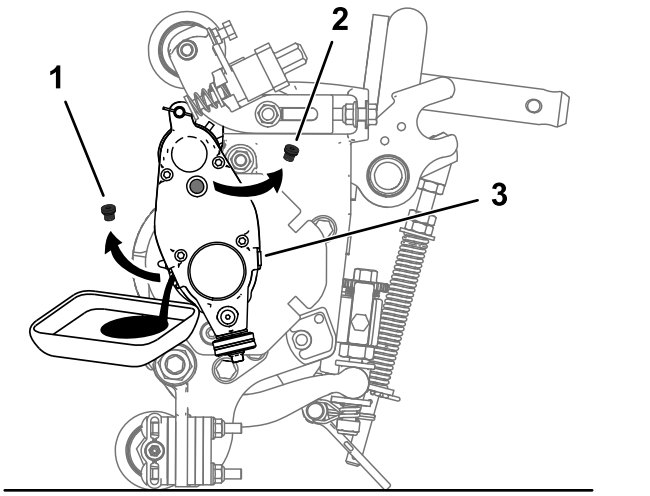

Figur 25
5. Vend klippeenheden om på støttebenet, indtil drænåbningen er i bunden, for at sikre fuldstændig aftømning (Figur 25).